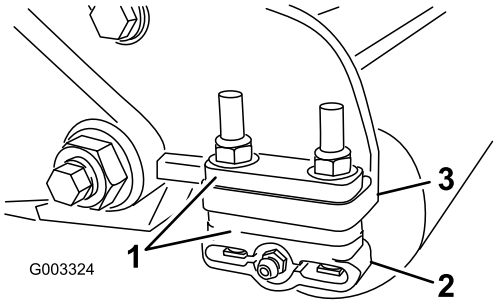

**Figuur 11**
1. Zet de beugels van de achterrol (Figuur 11) op de gewenste maaihoogte door de vereiste hoeveelheid afstandsstukken onder de montageflens op de zijplaat te plaatsen (Figuur 11) volgens de maaihoogtetabel.